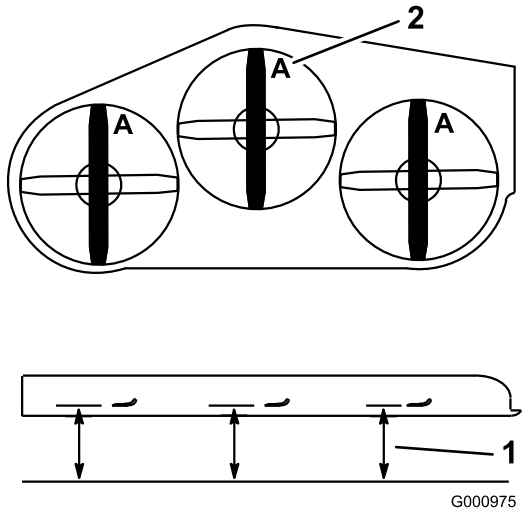

**Figuur 79**
3. Draai de messen totdat de uiteinden in de lengterichting liggen. Meet de afstand tussen een horizontaal oppervlak en de snijrand, stand **A**, van de messen (Figuur 79). Noteer deze afstand.